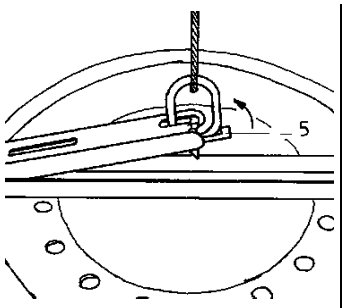

Abb. 6
- Nachdem der Verschlusshebel (5) angehoben wurde (Abb. 6) spannt der Greifer und der Rahmen kann vorsichtig um ca. 10 cm angehoben werden.